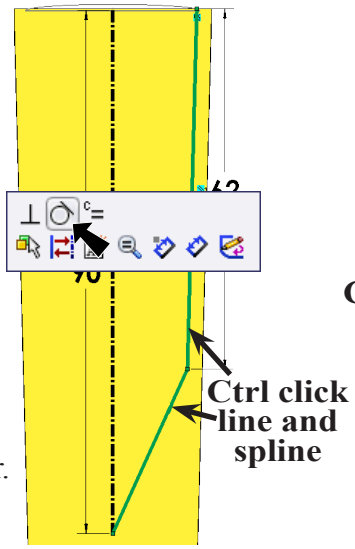

Fig. 38
Step 18. **Ctrl click line and spline** to select both spline and line to select both. Release Ctrl key and click **Make Tangent** on the Content menu, **Fig. 38**.